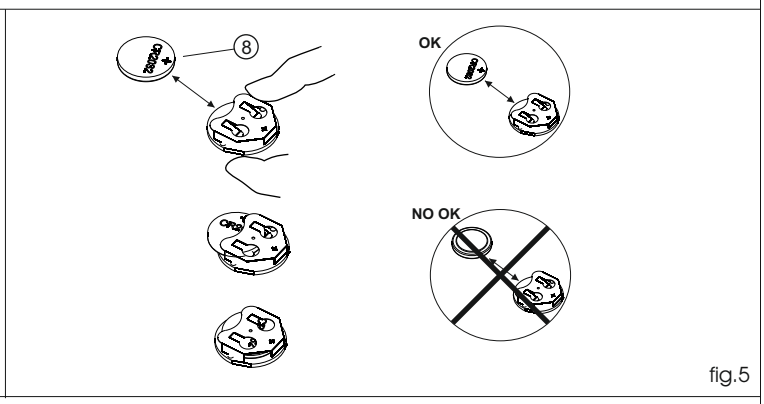

fig.5
- Sostituire la batteria (8) con un modello dalle medesime caratteristiche facendo attenzione a rispettare le corretta polarità (fig. 5).
- Replace the battery (8) with a model with similar characteristics, making sure to observe the correct polarity (fig. 5).
- Die verbrauchte Batterie (8) mit einer neuen mit den gleichen Merkmalen austauschen, dabei auf die richtige Polarität achten ist (Abb. 5).